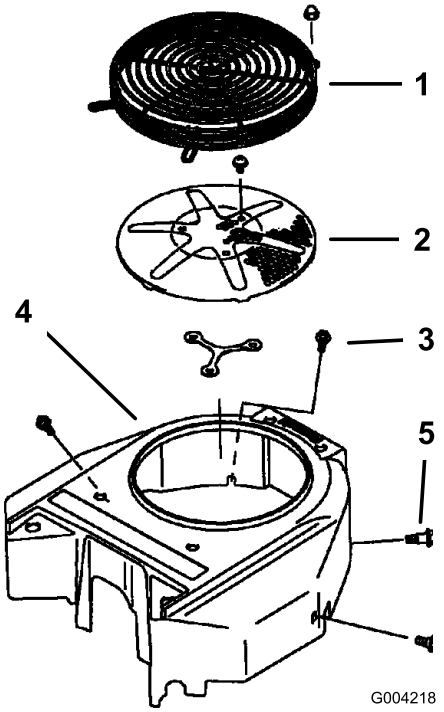

Figura 60
3. Remova o painel de admissão de ar e a caixa da ventoinha (Figura 60).
5. Monte o painel de admissão de ar, o arrancador de retrocesso e a caixa da ventoinha (Figura 60).